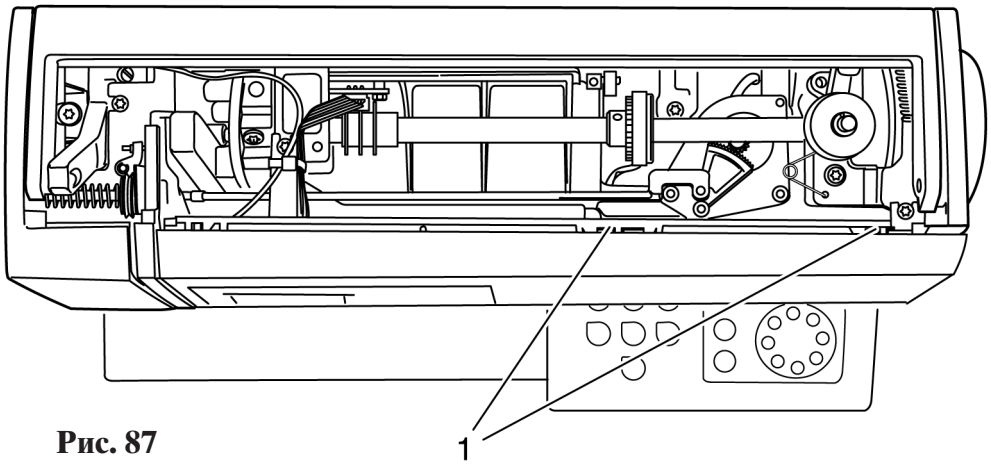

Рис. 87
- Установите прозрачный экран на переднюю панель корпуса. Обратите внимание на то, чтобы обе накладки 1 были полностью зафиксированы (рис. 87).